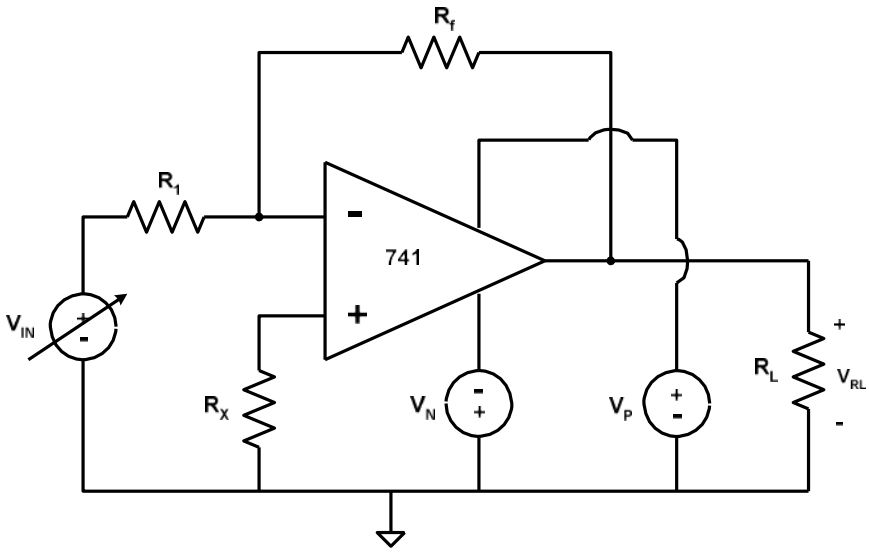

Figure 3: Candidate Inverting Amplifier Configuration
3. We will investigate three competing inverting amplifier designs with gains of -5. Given the topology shown in Figure 3, we will choose $R_1 = 2k\Omega, 20k\Omega,$ and $200k\Omega$. The resistor R_X will ideally carry no current. We will set it equal to $10k\Omega$. Determine corresponding values of R_f to give a gain of -5. The load resistor is fixed at $4.7k\Omega$ for this investigation.
6. Configure resistors R_1, R_f, (use the first set of values) R_X, and R_L on the proto-board to create the circuit of Figure 3.